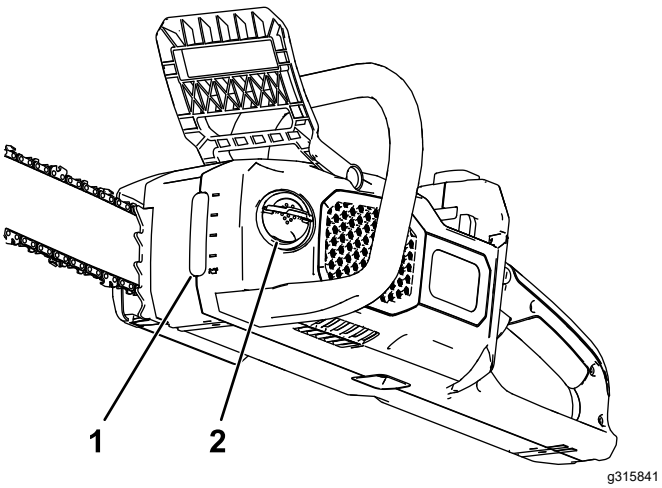

**Figur 24**
2. Kontrollér oliestanden i vinduet. Hvis olien ikke fylder vinduet, skal du påfylde savkædeolie efter behov (Figur 24).
4. Rengør området omkring oliedækslet (Figur 24).
5. Fold vingemøtriktappen på oliedækslet ud, fjern dækslet, og hæld savkædeolie i kædesaven, indtil tanken fyldes op (Figur 24).